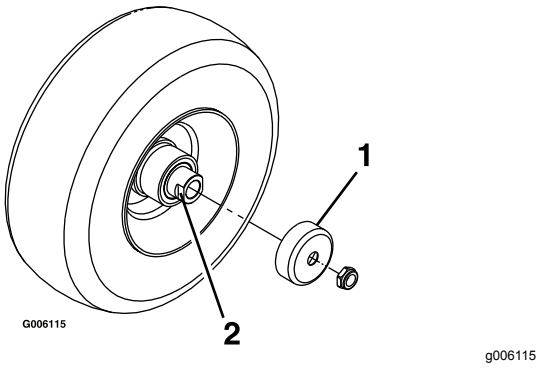

Rysunek 38
4. Zdejmij osłony uszczelek z piasty koła (Rysunek 38).